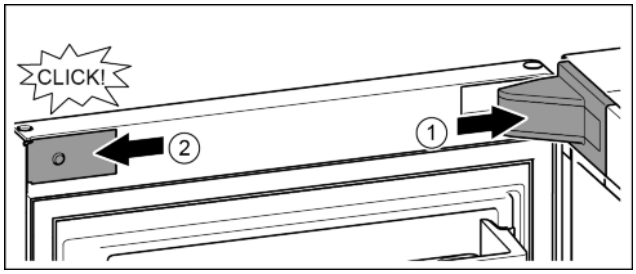

Fig. 22
- ▶ Poser et enclencher le cache du support de palier, l'introduire en appuyant délicatement. *Fig. 22 (1)*
- ▶ Mettre en place le cache latéralement et l'enclencher. *Fig. 22 (2)*